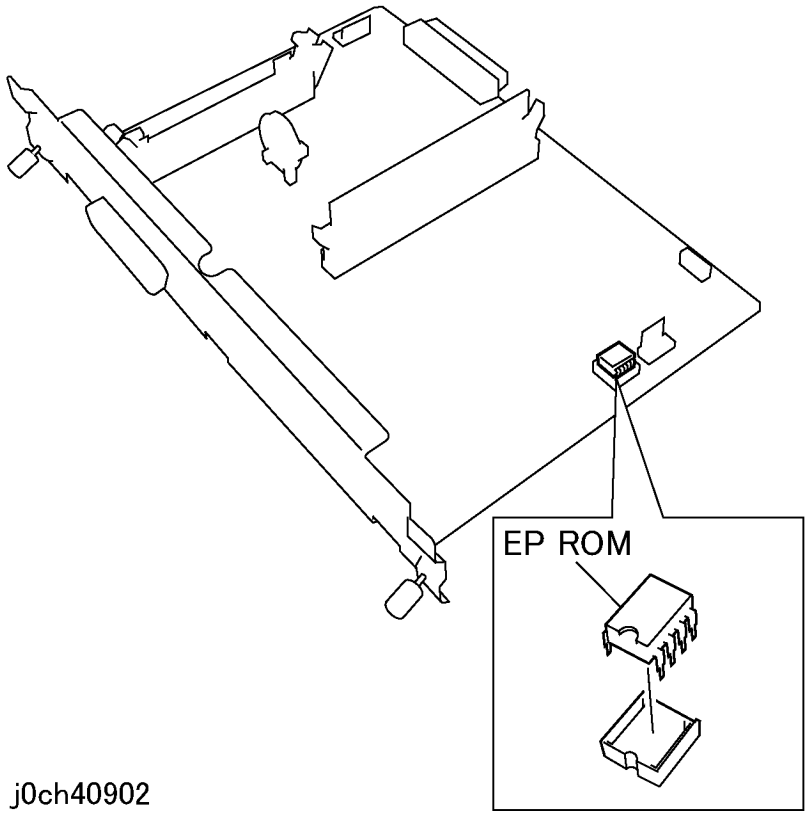

Рисунок 1 Установка EP ROM (j0ch40902)
3. Ослабьте винты с накатанной головкой (2) и выньте ESS PWB (PL 9.2).
4. Если будет установлена новая ESS PWB, снимите EP ROM со старой ESS PWB и установите ее на новую ESS PWB (рисунок 1).